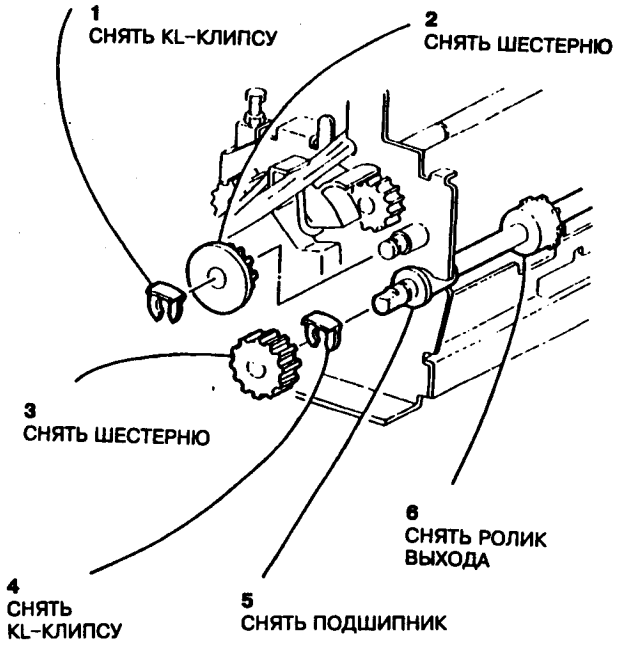

Рис. 2 Снятие шестерни и ролика выхода
7. Снять две шестерни и ролик выхода на задней стороне машины (рис.2).